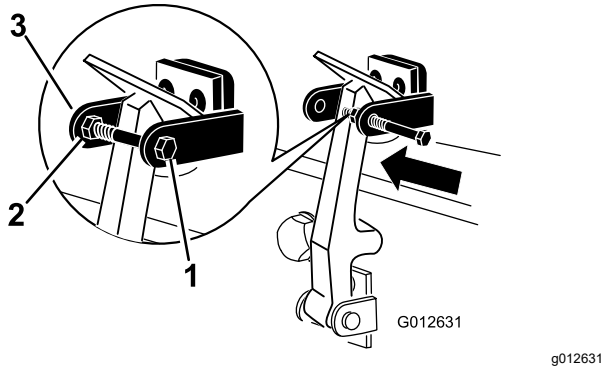

Figuur 15
7. Schroef de bout in de andere arm van de vergrendelbeugel om de sluiting te vergrendelen (Figuur 15).